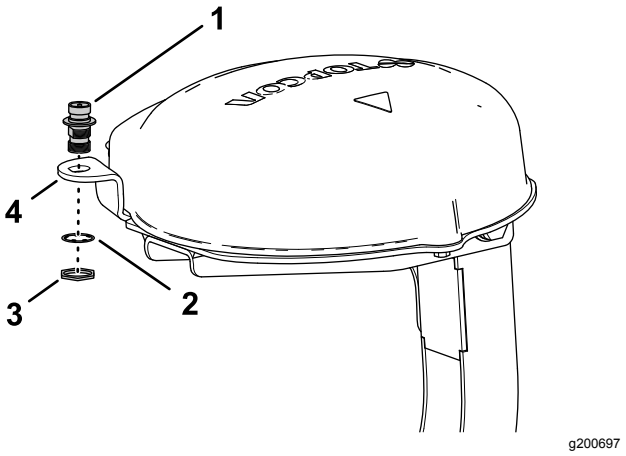

Figur 159
1. Ret koaksialkoblingen gennem åbningen i RTK-antenneflangen, så den passer med gevindet i koblingens kantplade (Figur 159).
2. Monter koaksialkoblingen på modtagerpladens flange med låseskiven og kontramøtrikken, og stram møtrikken med håndkraft (Figur 159).